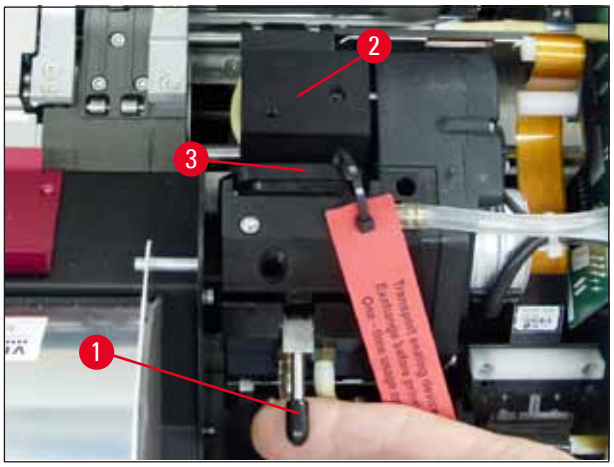

Fig. 34
4. El cabezal de impresión (→ "Fig. 34-2") se desplaza hacia arriba hasta quedar aprox. a 1 cm de la falda obturadora (→ "Fig. 34").